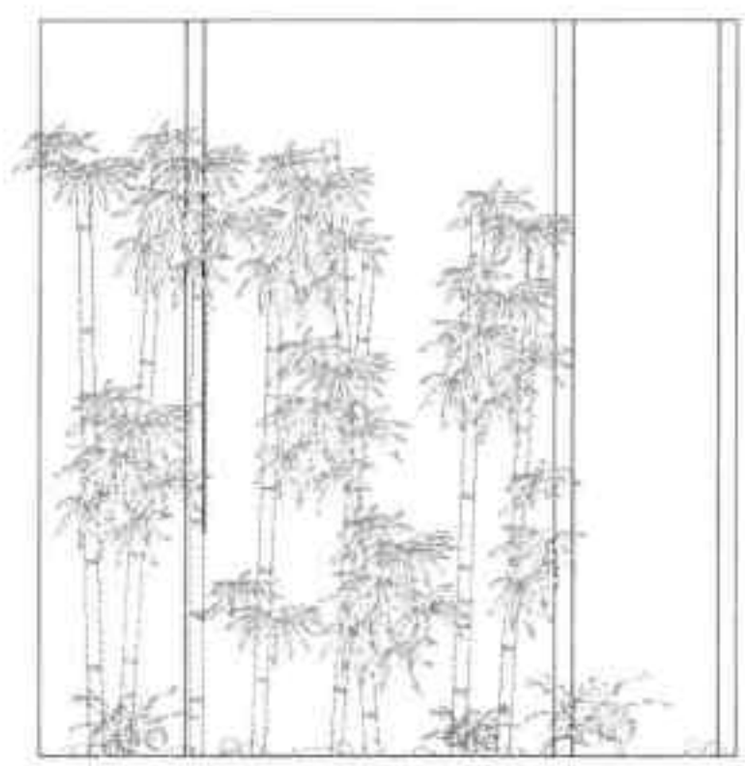

图20-59 插入竹子图块
Step 09 选择竹子立面图块，将其插入至图形合适位置，如图 20-59 所示。